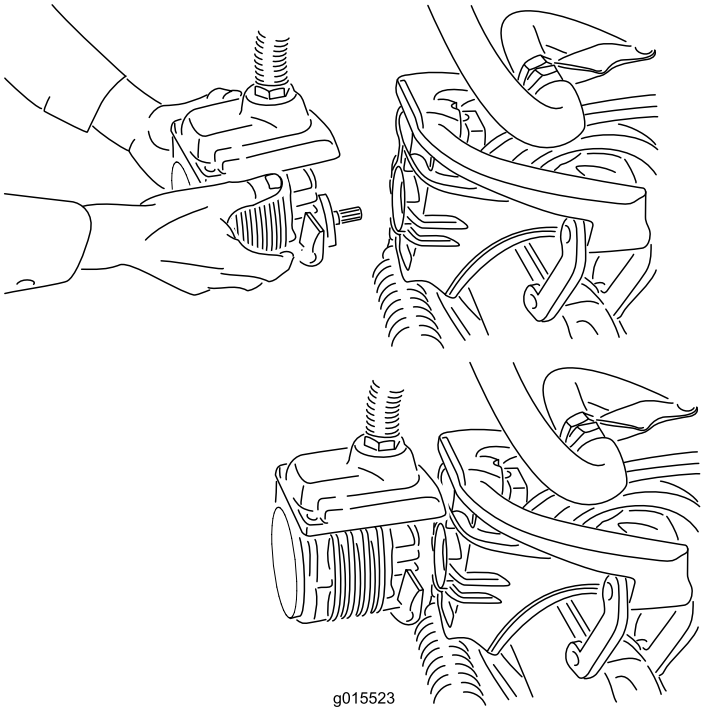

Figur 36
4. Flytt motoren til lagringsplassen foran på hjulopphengsarmen (Figur 36).